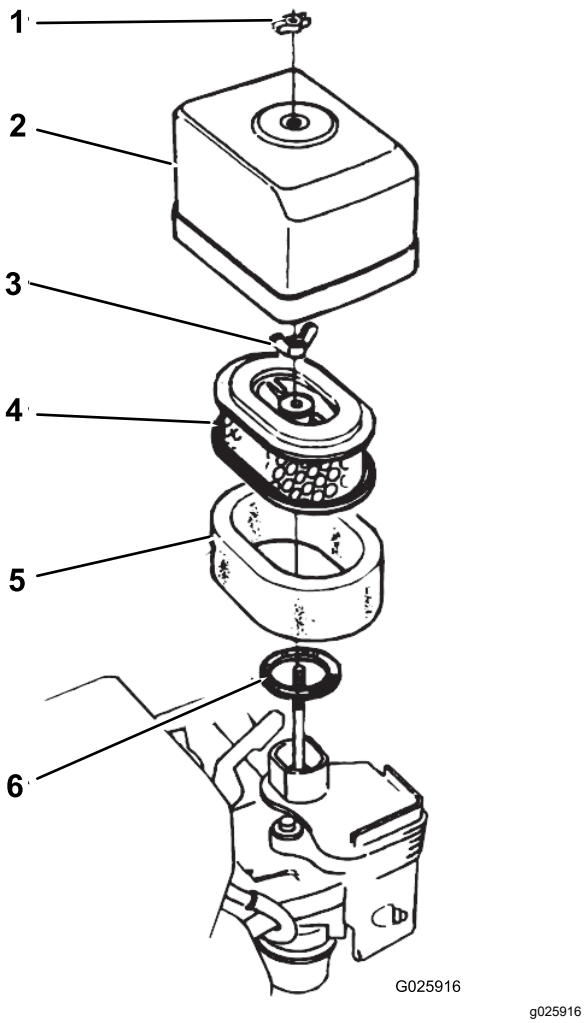

Figura 31
2. Togliete il dado ad alette che fissa il relativo coperchio al filtro dell'aria e rimuovete il coperchio (Figura 31).
5. Montate il coperchio del filtro dell'aria sul relativo filtro con il dado ad alette (Figura 31).
1. Togliete il dado ad alette che fissa il relativo coperchio al filtro dell'aria e rimuovete il coperchio (Figura 31).
2. Togliete il dado ad alette dal filtro dell'aria e rimuovete il filtro (Figura 31).
3. Rimuovete l'elemento del filtro dell'aria in schiuma sintetica dall'elemento di carta (Figura 31).
1. Montate l'elemento del filtro dell'aria in schiuma sintetica sull'elemento di carta (Figura 31).
2. Ispezionate la guarnizione per escludere usura e danni (Figura 31).
3. Assicuratevi che la guarnizione sia posizionata nell'ingresso dell'aria per il carburatore (Figura 31).
4. Montate gli elementi del filtro dell'aria nel carburatore con il dado ad alette (Figura 31).
5. Montate il coperchio del filtro dell'aria nel carburatore con l'altro dado ad alette (Figura 31).